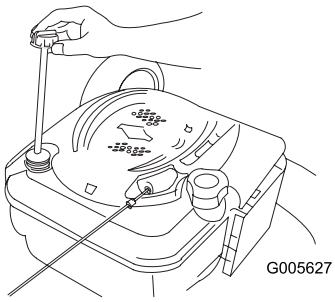

Figur 33
4. Fyll **långsamt** på olja i påfyllningsröret tills nivån når markeringen Full på oljestickan (Figur 33). **Fyll inte på för mycket.** (Maximal påfyllning: 0,59 l, typ: SAE 30W renad olja med API-klassificering SF, SG, SH, SJ, SL eller högre.)